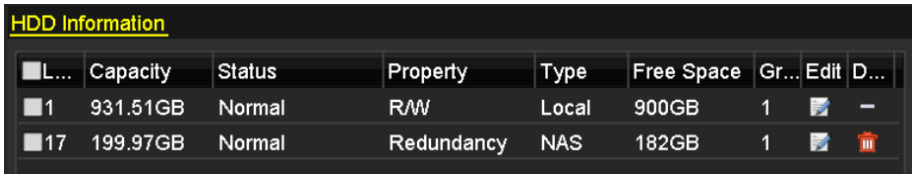

Figure 10. 20 View HDD Status (1)
2. Check the status of each HDD which is displayed on the list, as shown in Figure 10. 20.